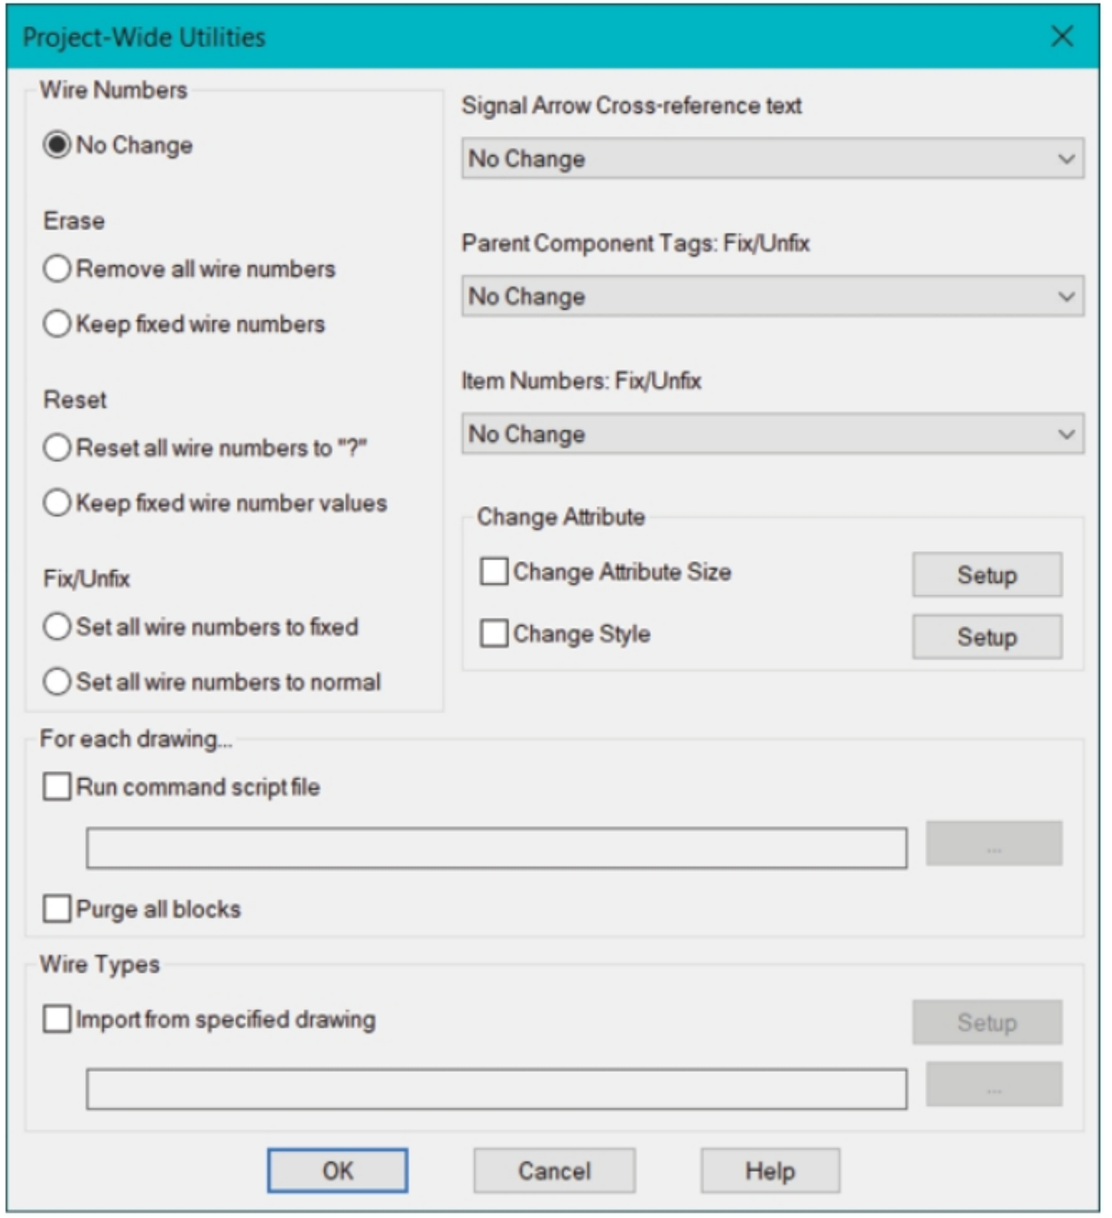

Figure-53. Project-Wide Utilities dialog box
- Click on the **Utilities** tool from the **Project Tools** panel in the **Project** tab of the **Ribbon**. The **Project-Wide Utilities** dialog box will be displayed; refer to Figure-53.